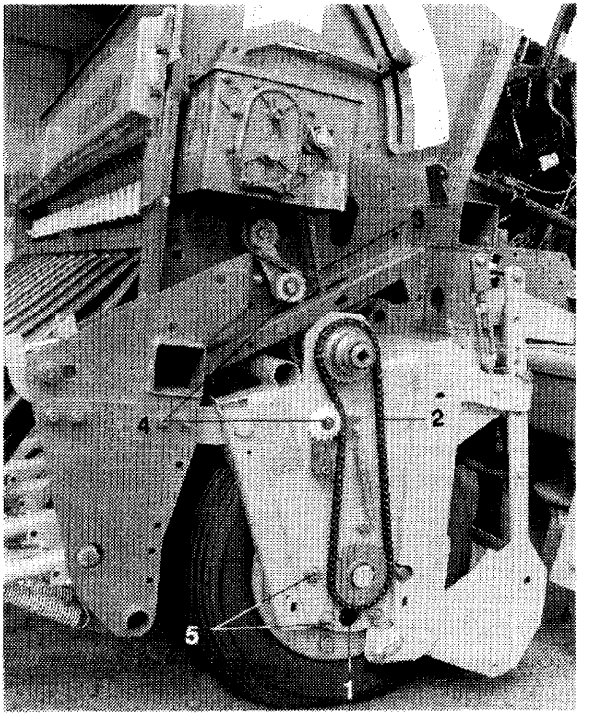

Fig. 55
Abgeschmiert werden müssen alle 50 Betriebsstunden die Schmiernippel an den Achslagern des Reifenpackers (Fig. 55/1).
Die Säorgane werden von zwei Rollenketten angetrieben. Die eine Kette (Fig. 55/2) verbindet Reifenpacker und Zwischentrieb, die andere Kette (Fig. 55/3) Zwischentrieb und Getriebe der Drillmaschine. Die Ketten werden von federbelasteten Kettenspannern gespannt.
- Die Antriebskette (Fig. 55/2) wird von einem federbelasteten Kettenspanner (Fig. 55/4) gespannt. Kettenspanner entspannen und Antriebskette (Fig. 55/2) entfernen.
- Walze mit Unterlegkeilen gegen unbeabsichtigtes Wegrollen sichern und den Walzenrahmen abschrauben. Dazu sind beidseitig die 5 Skt.-Schrauben (Fig. 55/5) herauszuschrauben.